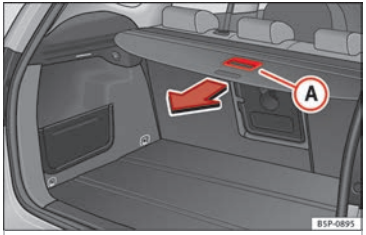

Fig. 105 Operating the storage compartment shelf.
– Use the handle (A) to pull the shelf back until you hear a “click” ››› Fig. 105.